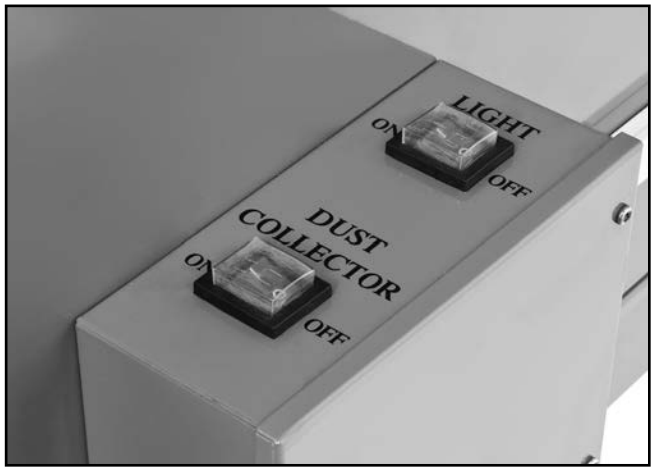

Figure 24. DUST COLLECTOR ON/OFF rocker switch.
2. Make sure that DUST COLLECTOR ON/OFF rocker switch is in OFF position, as shown in **Figure 24**.